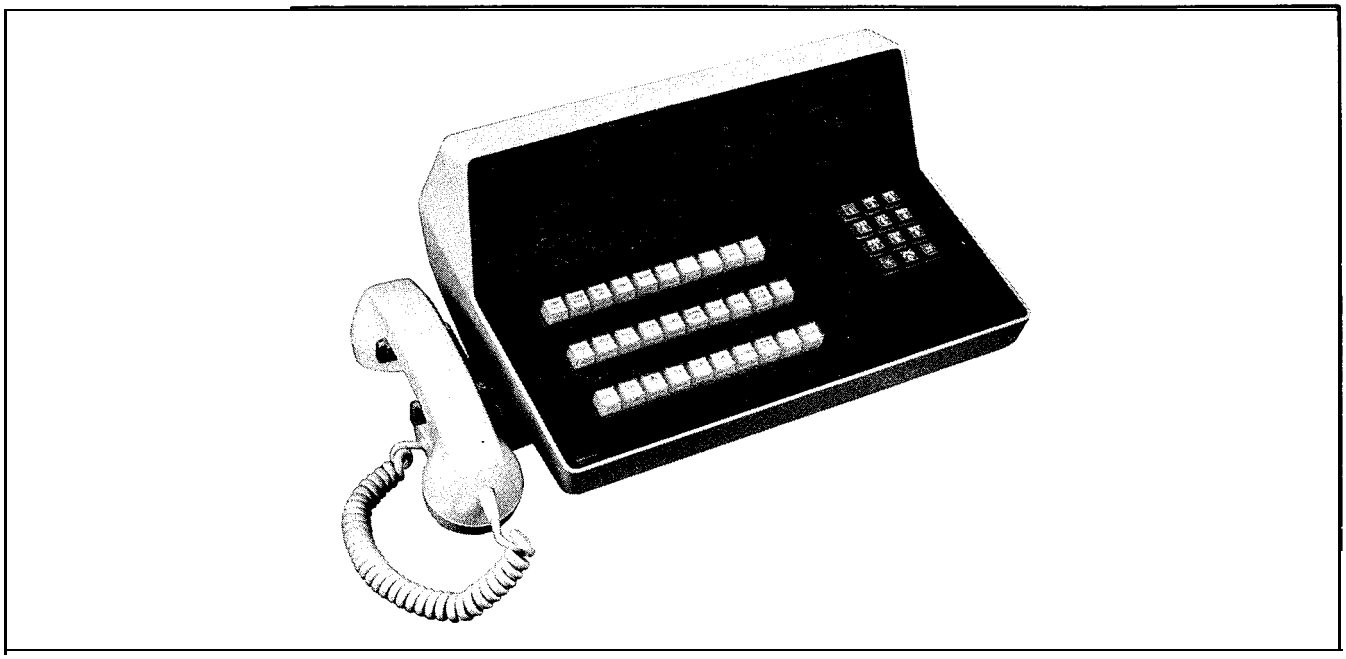

Fig. 2-5 Attendant Console
2.18 The attendant console (Fig. 2-5) is a self-contained unit, connected to the equipment cabinet by a plug-ended 25 pair cable.